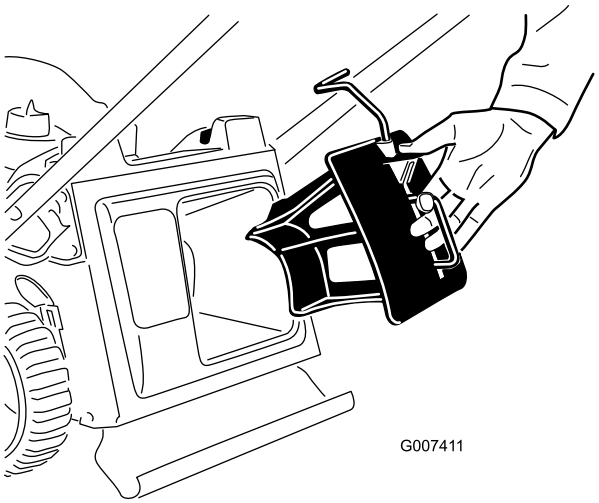

Figur 10
1. Indsæt kværndækslet i maskinen, hvis det ikke allerede er monteret (Figur 10).